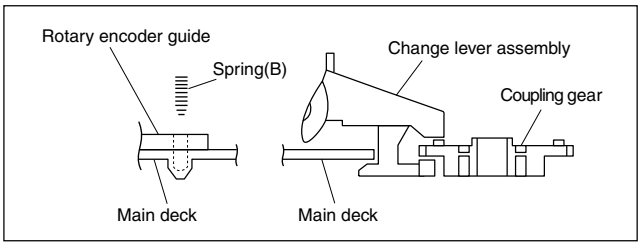

Fig. 2-2-12b
(2) Let the spring (B) drops into the rotary encoder guide hole and install the change lever assembly.(Take care not to mistake a direction of the spring.) The point is to slightly lift the coupling gear and catch it from the both sides with the assembly. (See Fig.2-2-12b.)